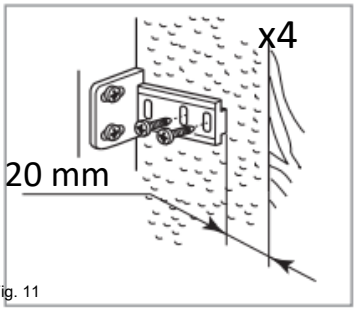

Fig. 11
- Placez la glissière dans le support et fixez-la à la porte de façade, à 20 à 22 mm du bord de celle-ci, comme indiqué sur la figure 11, en veillant à ce que la glissière soit placée au centre et à l'horizontale dans le support. Serrez fermement à la main.